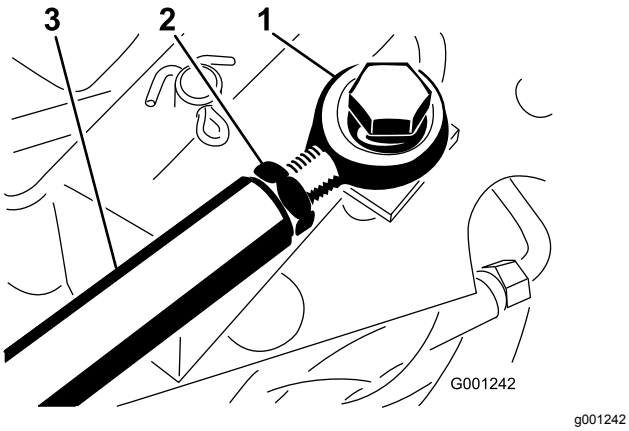

Figur 80
Hvis der ønskes yderligere justering, skal traktionsstangen (Figur 80) indstilles som følger:
2. Løsn kontramøtrikken, der fastgør stangenden til traktionsstangen (Figur 80).
4. Stram kontramøtrikken (Figur 80), og fastgør stangenden til traktionspedalen med den bolt og møtrik, du fjernede, for at låse fodpedalens vinkel.